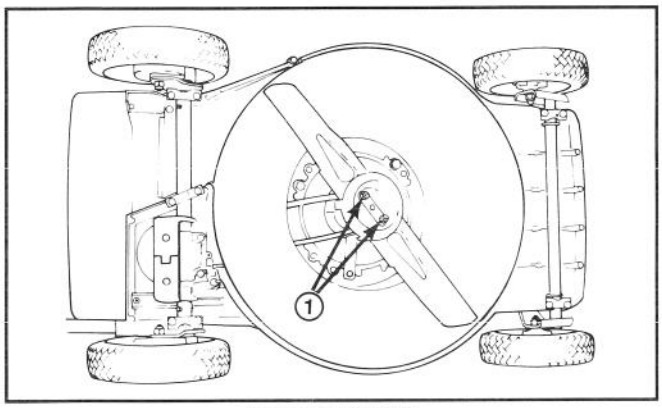

Afbeelding 22
3. Leg de maaier op zijn linker zijde (Afb. 22). Zorg dat het mes niet draait aangezien dit tot problemen bij het starten kan leiden.
5. VERWIJDEREN VAN HET MES—Pak het mesuiteinde met een doek of dikke gewatteerde handschoen. De 2 moeren, 2 sluitringen, afdekkop en snijmes verwijderen (fig. 22 en 24).